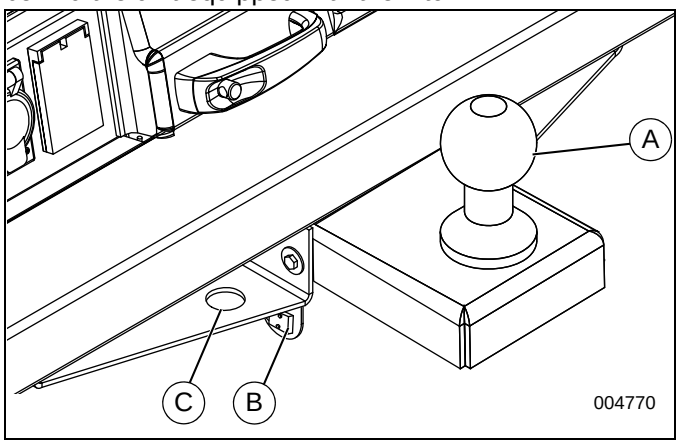

Figure 3-63. Tandem Tow
See ***Figure 3-63***. The tandem tow hitch option (A) allows the operator to tow a second MLTS Light Tower in series behind the unit equipped with the hitch.